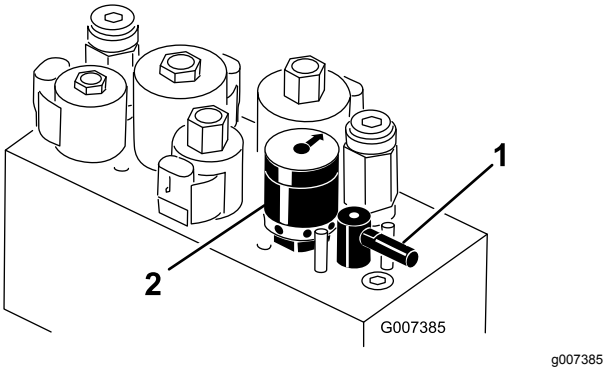

Figuur 57
4. Zet de wethendel in de stand 'R' (Figuur 57).
5. Draai de toerentalregeling van de messenkooien op instelling 1 (Figuur 57).